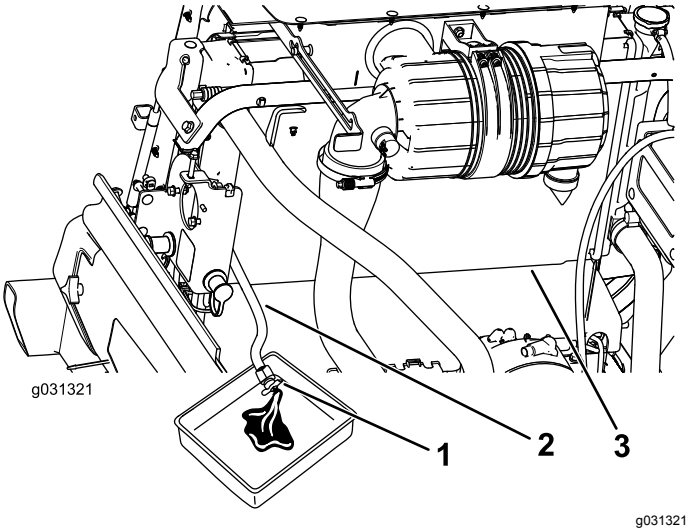

Figur 111
3. Plasser radiatortappeslangen i et tappefat, åpne tappeventilen på radiatorslangen og tøm væsken i et tappefat (Figur 111).
4. Steng ventilen på radiatortappeslangen (Figur 111).